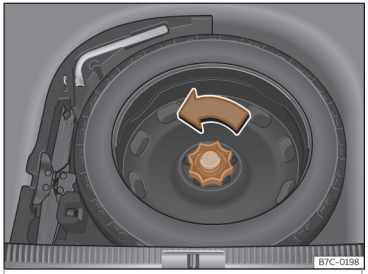

Abb. 223 Im Gepäckraum: hochgeklappter Ladeboden.
- Drehen Sie das Rädchens entgegen dem Uhrzeigersinn heraus››› Abb. 223.